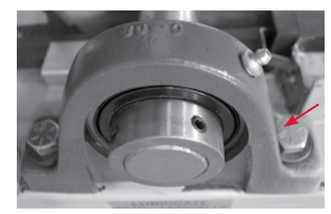

FIGURE 22. Inspect bearing collar to ensure all bolts and screws are tight.
3) Inspect the bearing bolts and the Allen screws on the bearing collar to ensure that all are tight (See **FIGURE 22**). Tighten any loose screws and bolts. The bearing bolts should be torqued to 50 ft-lbs. The bearing set screws should be torqued to 15 ft-lbs.